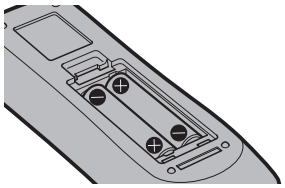

図 2
2) 電池を入れ、ふたを閉じる（⊖ 側から先に入れます）（図 2）